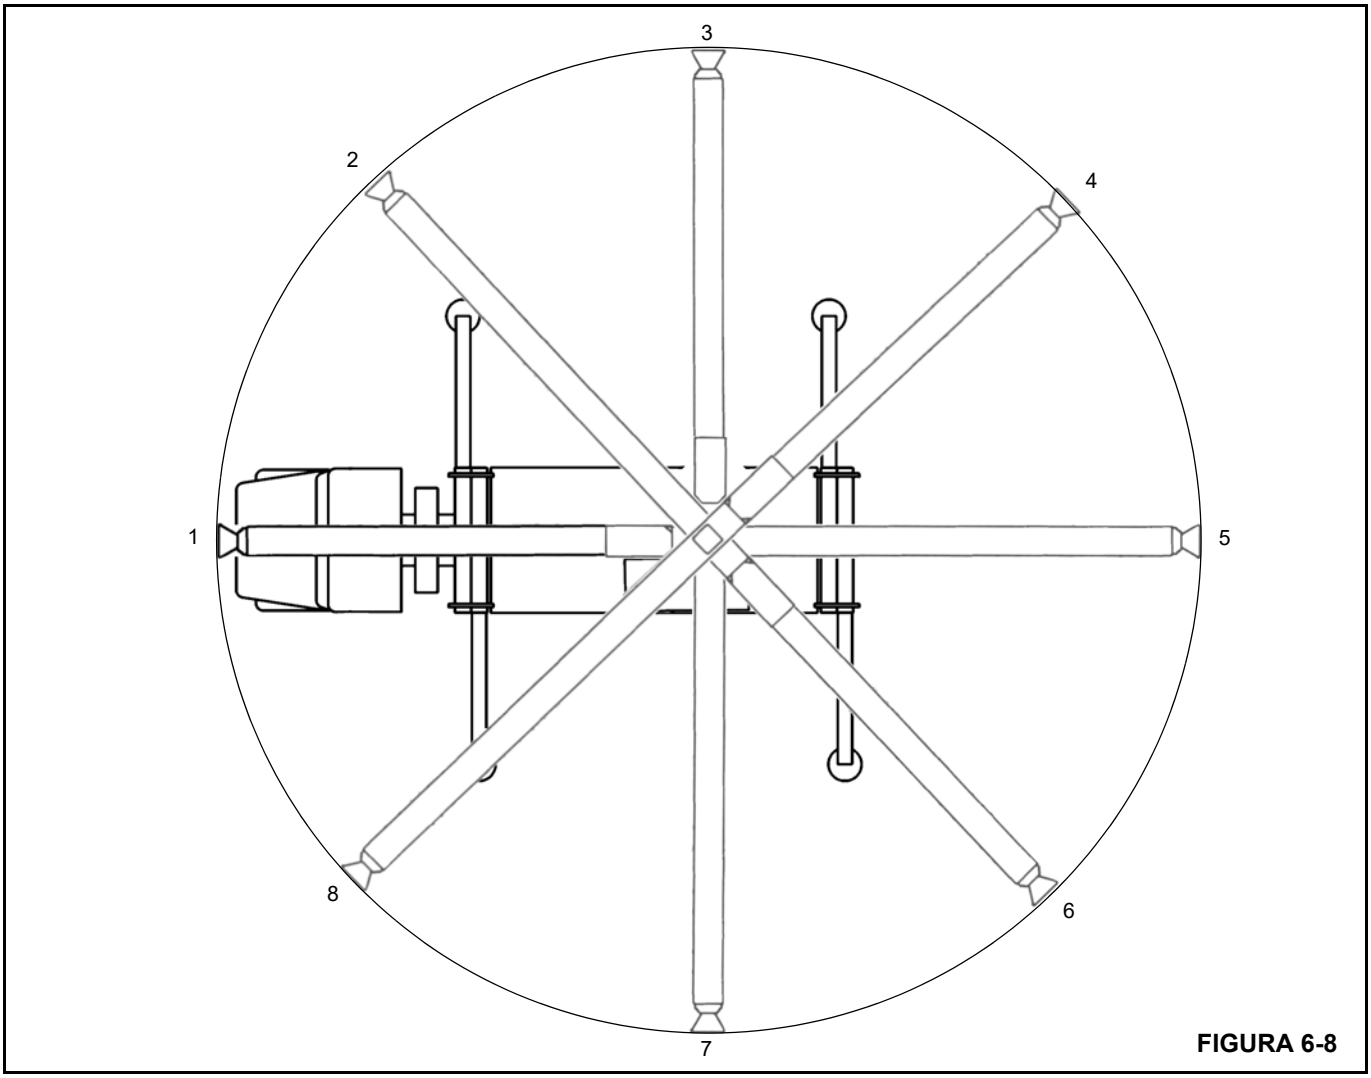

FIGURA 6-8
10. Si el promedio es de menos de 2 mm (0.090 pulg), repita la medida cada 45° alrededor de toda la zona de trabajo de la grúa (Figura 6-8).